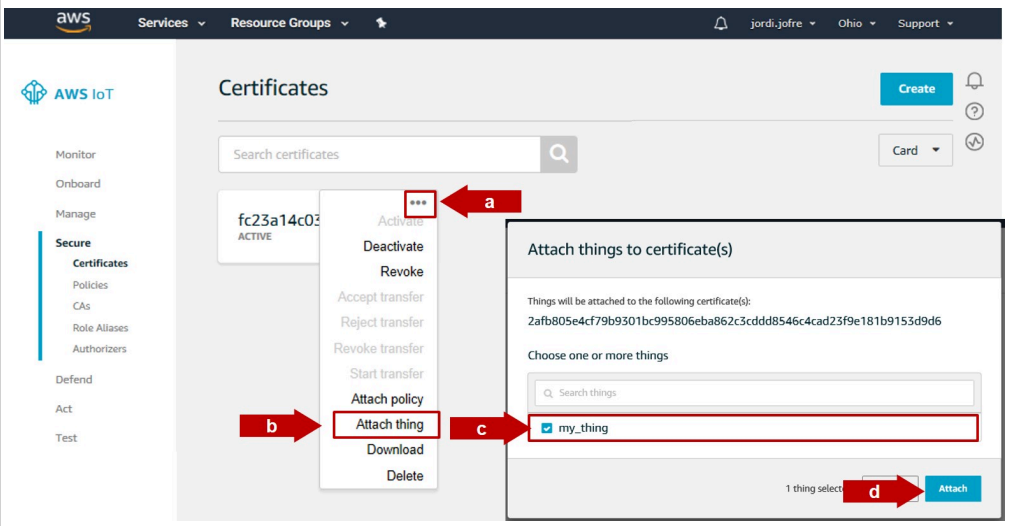

Figure 80. Attach a thing to your device certificate
1. Attach a thing to your certificate following the instructions shown in Figure 80.